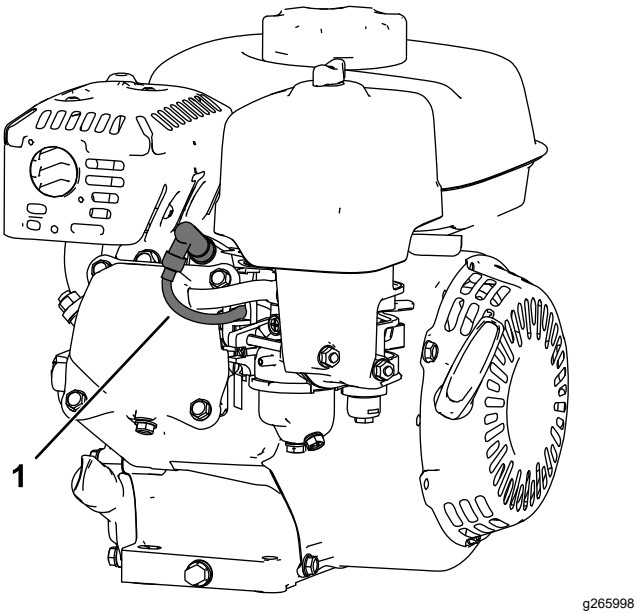

Figura 23
5. Scollegate il cappellotto dalla candela (Figura 23).